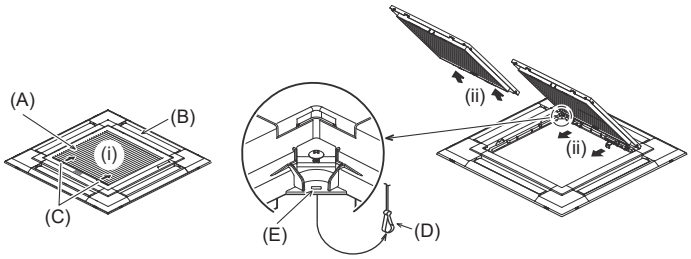
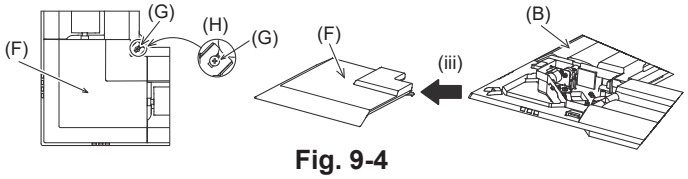

Fig. 9-3
Fig. 9-4
9.2.1. Rimozione della griglia di ingresso (Fig. 9-3)
9.2.2. Rimozione del pannello angolare (Fig. 9-4)
[Fig. 9-3] [Fig. 9-4]